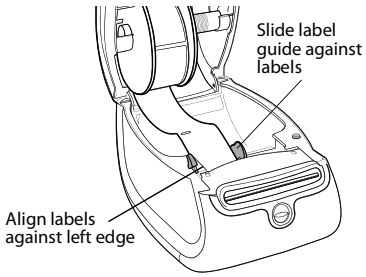

Figure 4
- The labels must be loaded with the left edge of the label inserted against the left edge of the label feed slot. See Figure 4.
7. Align the left edge of the label with the left edge of the label feed slot and insert the label into the slot. See Figure 4.
8. Slide the label guide to the left until the label guide aligns with the right edge of the label. See Figure 4.